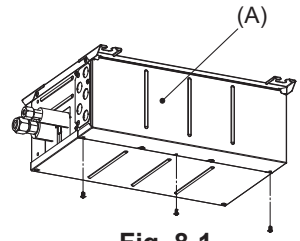

Fig. 8-1
1) Remove the electric cover. (Fig. 8-1)